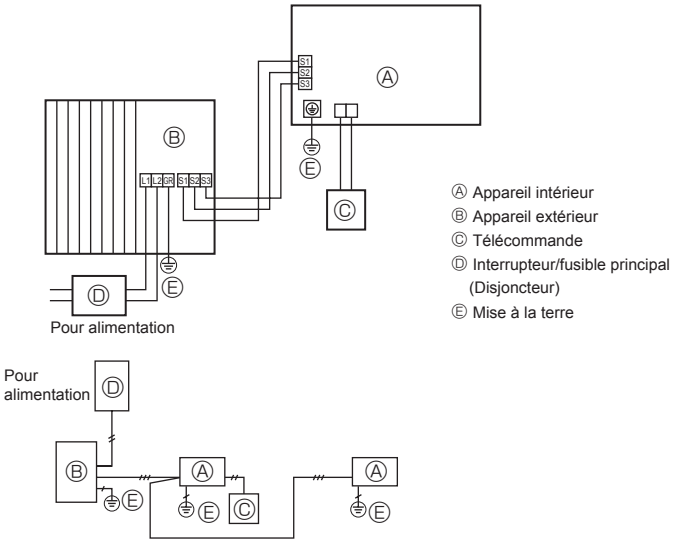
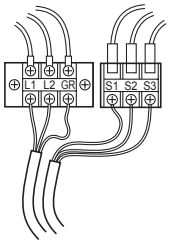

Fig. 6-1
Fig. 6-2
6.1. Appareil extérieur (Fig. 6-1, Fig. 6-2)
① Retirer le panneau de service.
② Effectuer le câblage conformément aux figures 6-1 et 6-2.